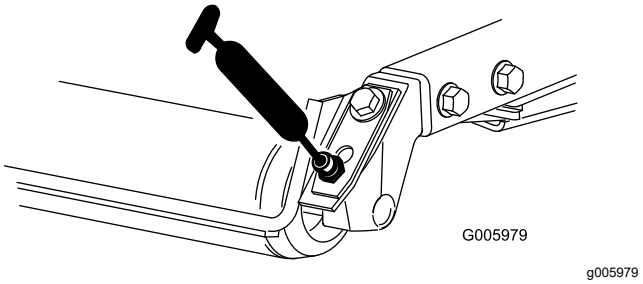

Figur 79
- Bakre valselagre (2 per klippeenhet), som vist i Figur 79